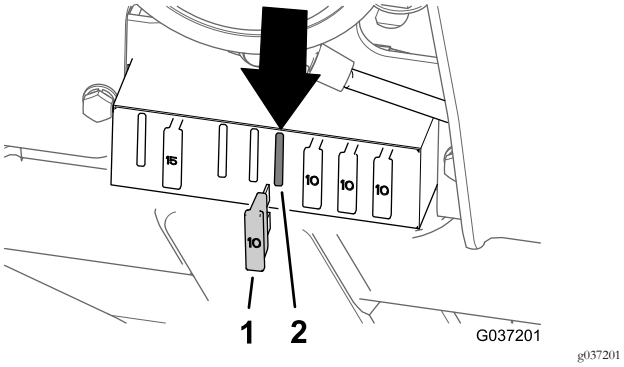

Bild 38
- Modelle 30654, 30657 und 30659: 5. Sicherungseinschub von links (Bild 38)